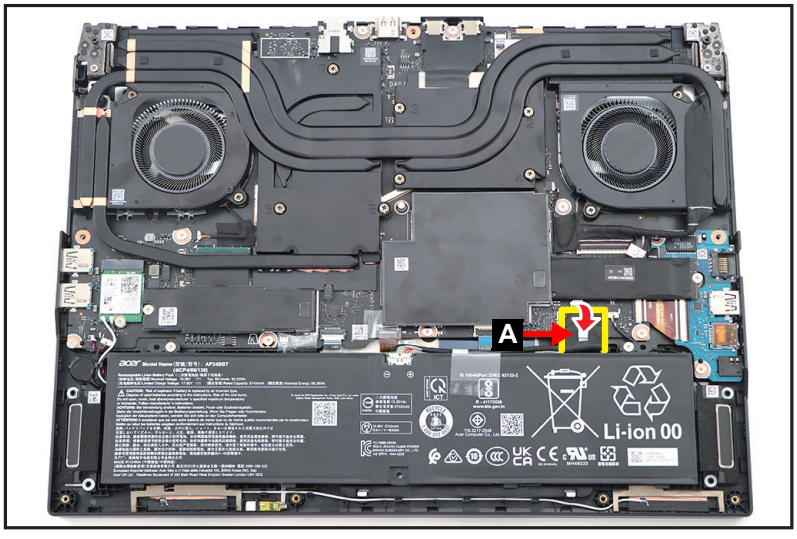

Figure 1-10. Battery Pack Removal
1. Detach the tape (A) securing the battery cable connection (Figure 1-10).